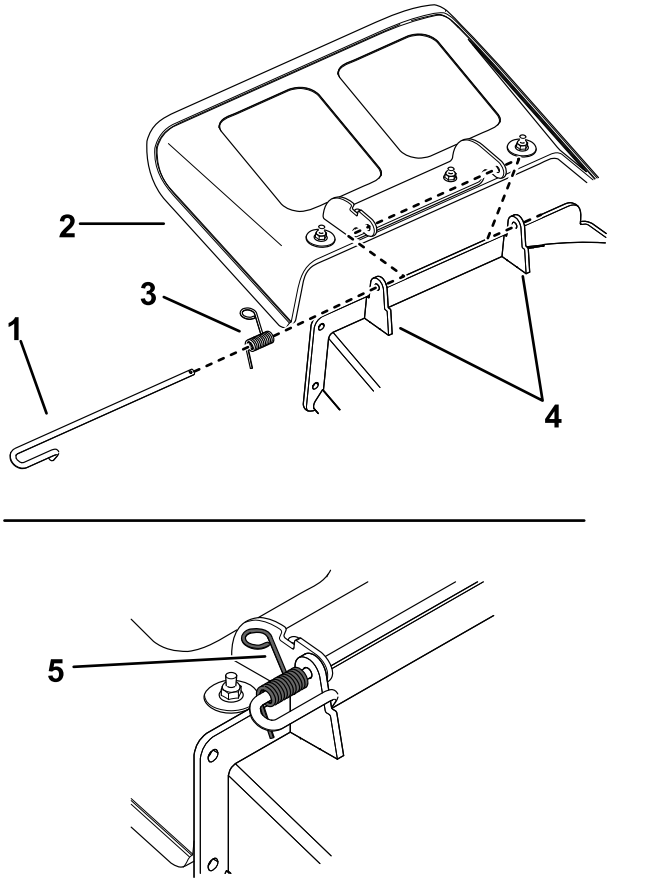

Rysunek 78
1. Wyjmij zawleczkę z końca sworznia (Rysunek 78).
2. Uwolnij sprężynę z wycięcia we wsporniku deflektora i wysuń sworzeń z przyspawanych do podwozia tnącego wsporników, zdejmując sprężynę i deflektor wyrzutowy (Rysunek 78).
9. Wyjmij zawleczkę w koniec sworznia (Rysunek 78).